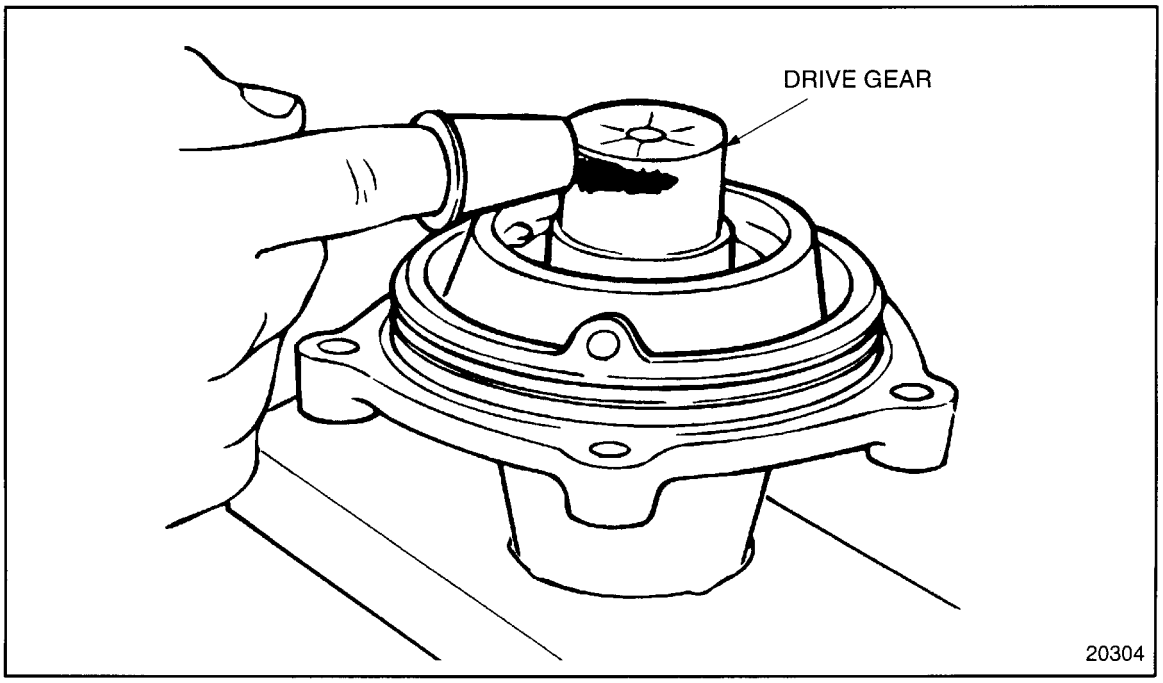

Figure 1-476 Drive Gear Installation Preparation
14. A film of Lubriplate® must be applied to the drive gear end of the accessory drive shaft. See Figure 1-476.